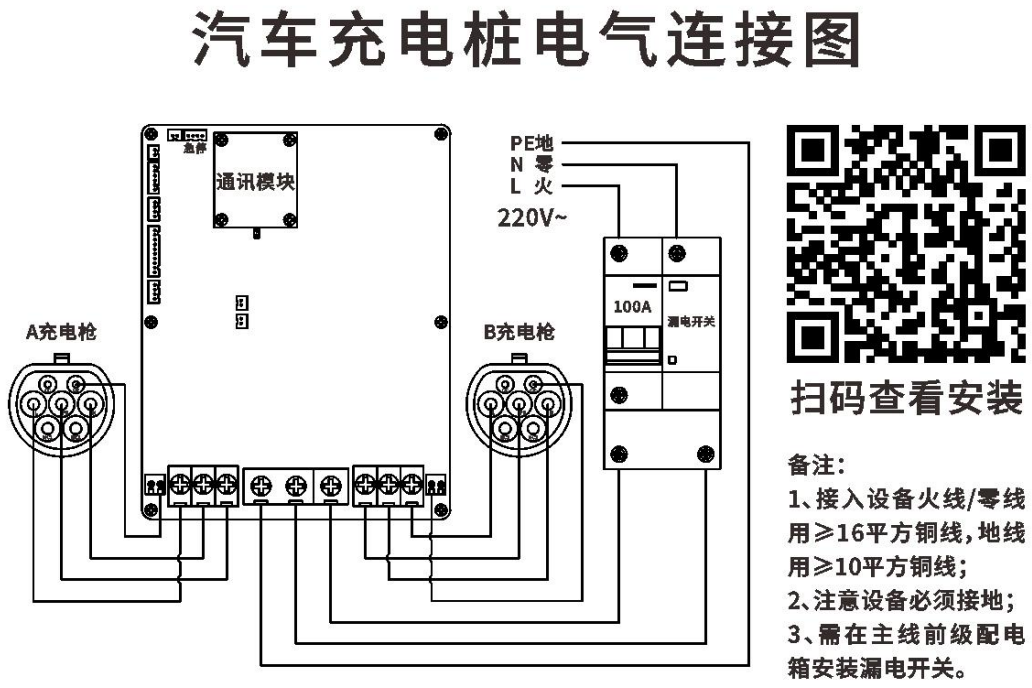

图 11
11、零线、火线、地线接入设备主板对应的接线端子，如图 11。